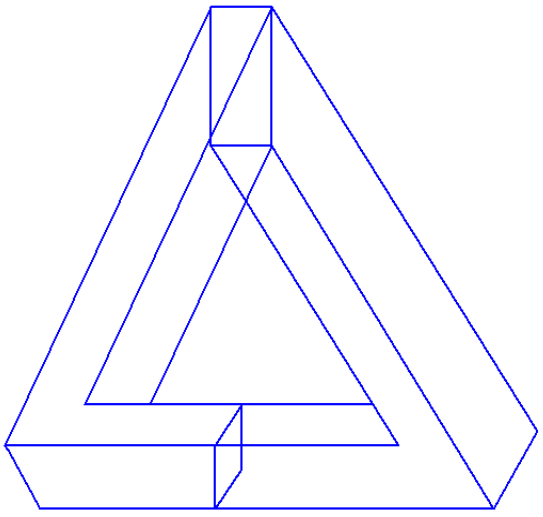

Рис. 8.25.
3. Командой Редактор⇒Сдвиг⇒Указанием, выбирая соответствующие базовые точки, совместите изображения двух трехмерных угольников (рис. 8.25).